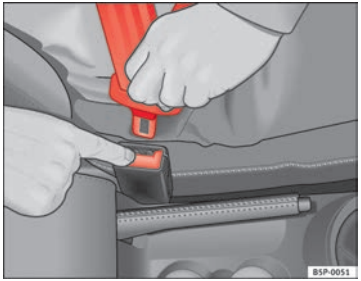

Fig. 15 Removing latch plate from buckle
– Press the red button on the belt buckle ⇒ fig. 15. The latch plate is released and springs out ⇒ ⚠.